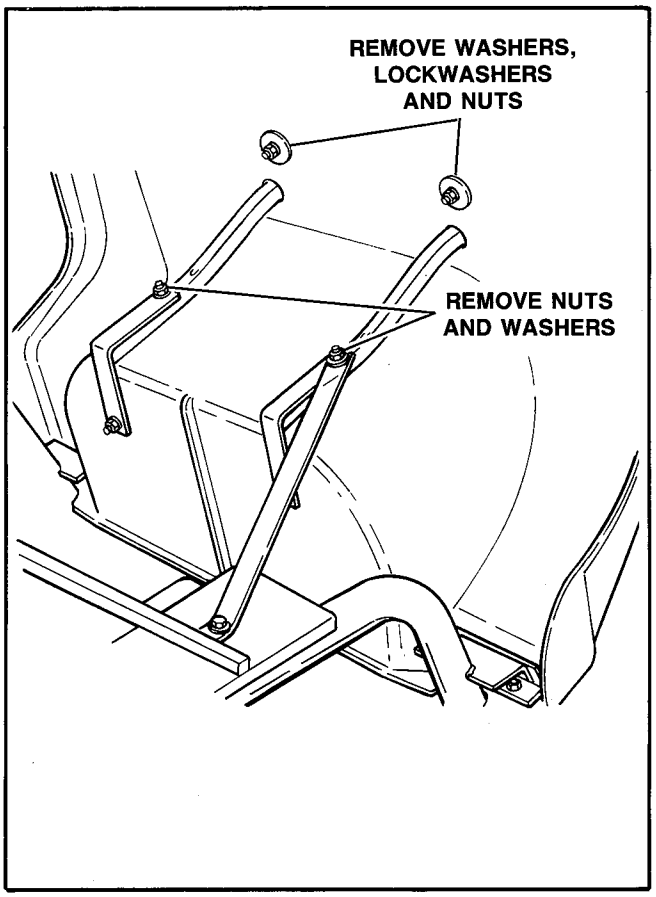

Figure 43 – Stand-Up Bag Rack
25. STAND-UP BAG RACK (Figure 43)